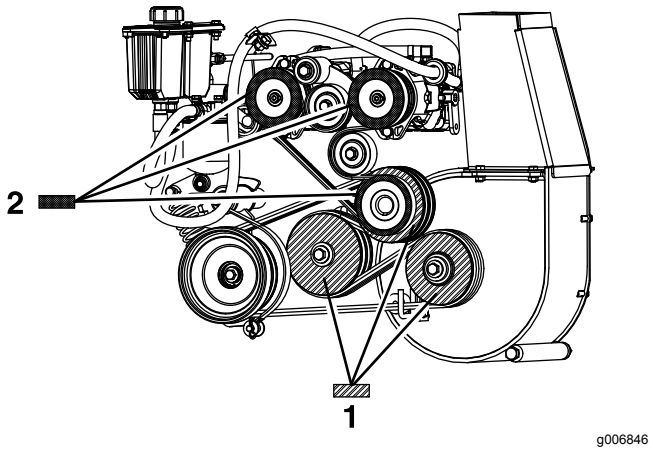

Figur 67
8. Utgå från blåsarens remskiva när du ska mäta och flytta motorn och mellanaxeln tills alla tre remskivornas baksidor är i linje inom 0,8–1,6 mm (Figur 67).
4. Använd en riktskena och rikta in varje pumpskiva efter motorremskivan genom att skjuta pumpskivan längs pumpaxeln (Figur 67).